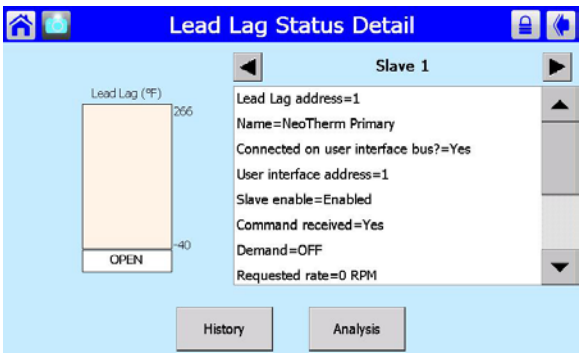

Fig. 126 – Typical Details Screen
3. If you press the Details button, the control software will present a screen similar to this (Fig. 126).